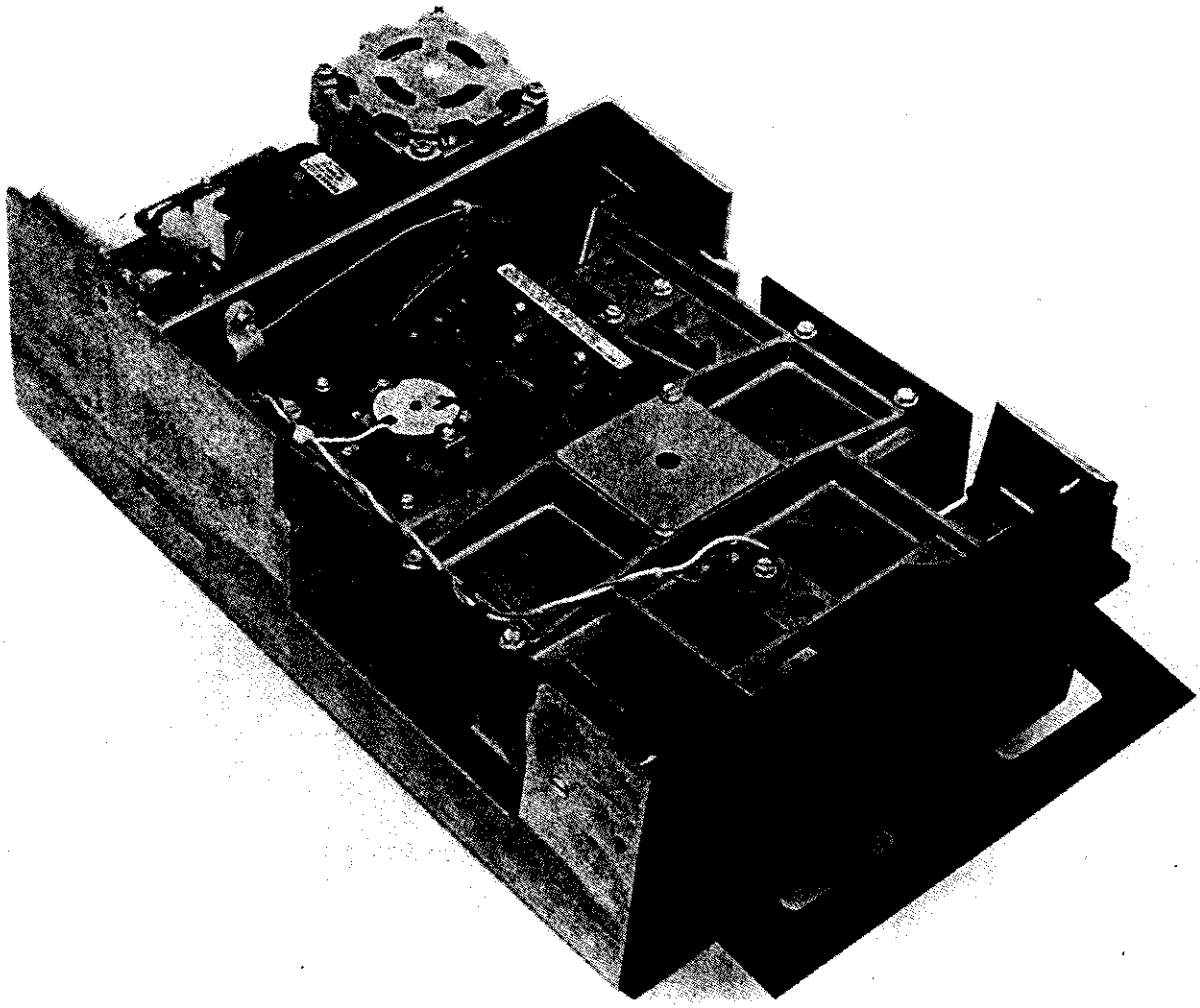

FIGURE 41. PENETRATION PLATE INSTALLATION
c. With the drive in the horiztonal position, remove HAC shield and door open, slide the penetration plate into the drive with the tappered end in first and counter bore side up. Slide the plate up and over the spindle until it's squarely over the spindle and close the door. See Figure 41.